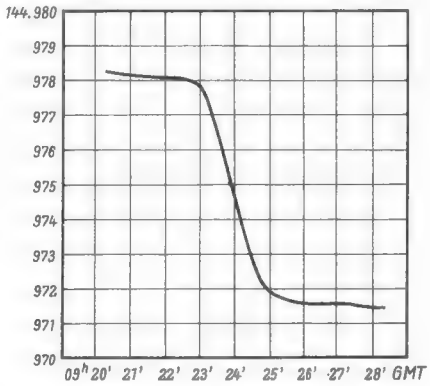

Bild 3. Messung des Dopplereffektes beim Durchgang am 29. 12. 1961 (DL 3 XW)
Zahlreiche Funkamateure führten sehr genaue Messungen des Doppler-Effektes durch. DL 3 XW in Röddensen z. B. notierte Meßwerte für alle 15 Sekunden eines Durchganges. Als Beispiel für die Aufnahme einer Meßkurve mag die Darstellung des Doppler-Effektes während des Durchganges am 29. 12. 1961 dienen (*Bild 3*). Dem aufmerksamen Leser wird auffallen, daß zu Beginn der Messung eine Frequenz von 144,9783 MHz angezeigt ist, während zunächst von 145,008 MHz gesprochen wurde. Schon die ersten Messungen zeigten, daß die Frequenz tiefer als angekündigt lag. Sie sank auch während der Umlaufzeit ständig weiter ab. Bild 3 zeigt weiter, daß am Ende der Hörbarkeit dieses Durchganges nach etwa 8 Minuten die Frequenz mit 144,9715 MHz ermittelt wurde. Der Doppler-Effekt wies einen Frequenz-Unterschied von 6,8 kHz auf. Anhand dieses Effektes können Positionen, Geschwindigkeiten und Höhen eines Satelliten errechnet werden (1). Bei kurzen Hörbarkeitszeiten von etwa zwei bis drei Minuten wurden entsprechende Frequenz-Differenzen von etwa 1 kHz gemessen.